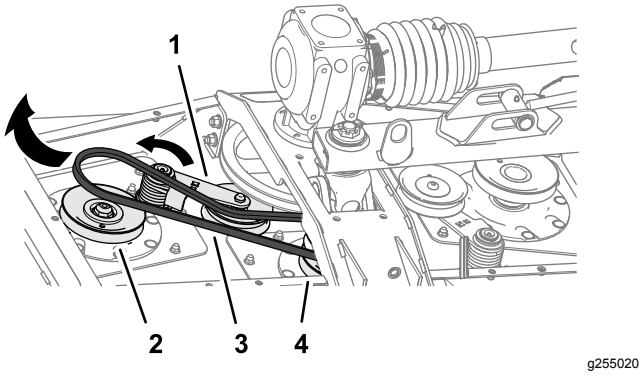

Figur 60
3. Använd en kofot eller ett liknande verktyg för att rotera den korta remmens remspännare motsols och dra av remmen från spännlocksremskivan (Figur 60).